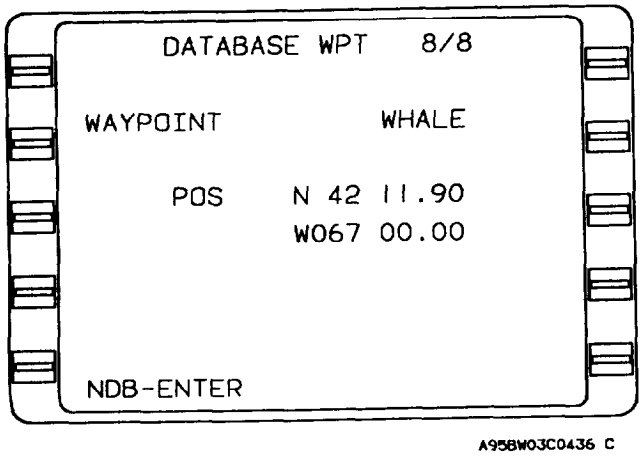

Figure 3-62. Database Waypoint 8/8 Page
(2) PILOT ENTERED WPT (fig. 3-62).